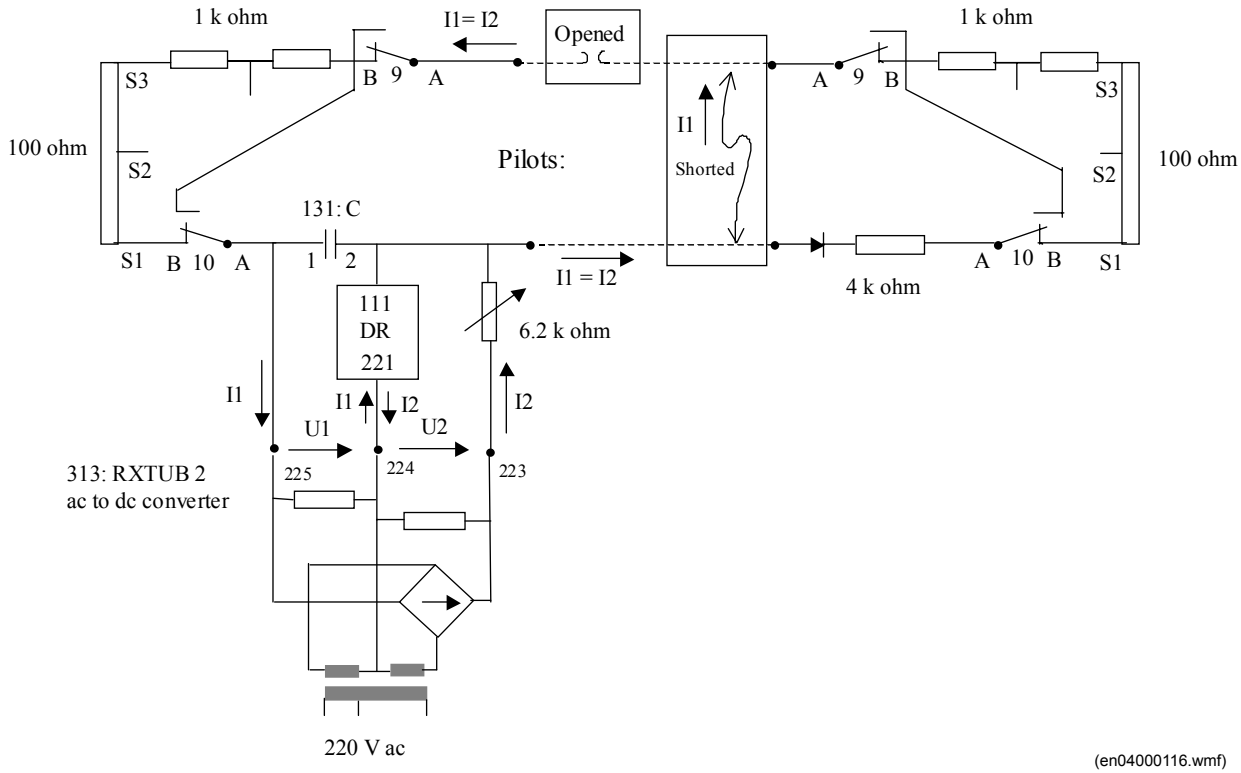

Fig. 22 For simplicity consider:During normal service I1 = I2 = 2 mA and the DR current is zero.
- Check that the external, pilot-wire dc-loop circuit resistance is about 6.2 kohms. See Fig. 22. Insert the ammeter test plug RTXM in the test switch terminal: 10. An ohmmeter may be connected to the RTXM's left hand side (red) banana plug and the capacitor terminal 125:2. The internal loading resistor of the RXTUB 2 will then not affect the measurement. The RTXM's right hand side (blue) banana plug must be kept insulated.
- Insert the: RTXM + dc voltmeter, in test switch terminal 10 and check that the dc voltage (U1 in Fig. 22) is about 12 V dc.